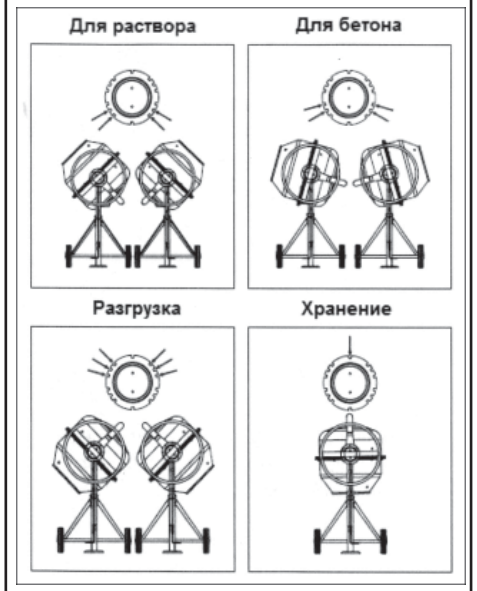

Рис. 13
Положения бетоносмесителя под разными углами наклона показаны на Рис. 13.
7.9. Храните бетоносмеситель в перевернутом положении (Рис. 13) ёмкости или в разобранном виде в сухом, защищенном от прямых солнечных лучей месте в заводской упаковке.